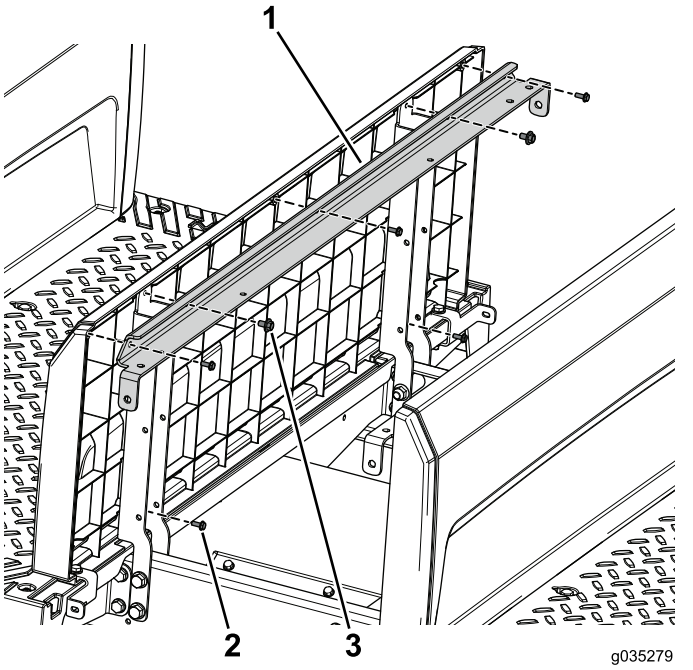

Figura 93
3. Utilice los 2 conjuntos de perno y arandela (¼" x ½") para sujetar el soporte biselado y el panel de la base del asiento a los soportes izquierdo y derecho del asiento (Figura 93).
4. Utilice los 5 tornillos (Nº 10 x ½") para sujetar el panel trasero al soporte biselado y a los soportes del asiento (Figura 93).